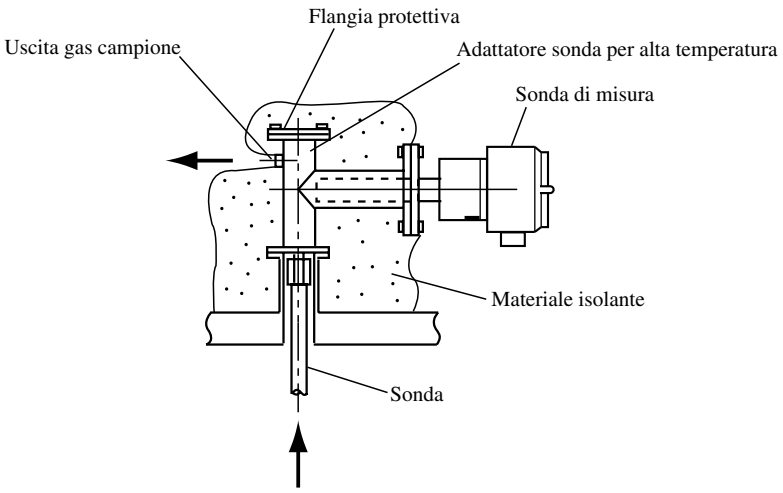

Figura 4.5 Come impedire la formazione di condensa
- La procedura seguente serve a ridurre la temperatura del gas campione sotto i 700°C. Se la temperatura del gas è elevata ed anche la pressione è alta, la temperatura del gas campione non può essere scesa sotto i 700°C, quando raggiunge la sonda di misura D'altro canto, se la temperatura del gas campione scende troppo, è possibile che si verifichi la formazione di condensa nell'adattatore sonda per alta temperatura. Durante l'inverno si raccomanda di proteggere l'adattatore sonda con materiale termoisolante al fine di evitare la condensa (Vedi figura 4.5). Per l'uso dell'adattatore sonda per alta temperatura, vedi sezione 3.2.2.
Qualora sia probabile la formazione di condensa nell'adattatore sonda durante il raffreddamento del gas campione, proteggere l'adattatore sonda con materiale termoisolante come illustrato nella figura 4.5.
- La procedura seguente serve a ridurre la temperatura del gas campione sotto 700°C. Se la temperatura del gas è elevata ed anche la pressione è alta, la temperatura del gas campione può non essere scesa sotto i 700°C quando raggiunge la sonda di misura. D'altro canto, se la temperatura del gas campione scende troppo, è possibile che si verifichi la formazione di condensa nell'adattatore sonda per alta temperatura. Durante l'inverno si raccomanda di proteggere l'adattatore sonda con materiale termoisolante al fine di evitare la condensa (Vedi figura 4.5).